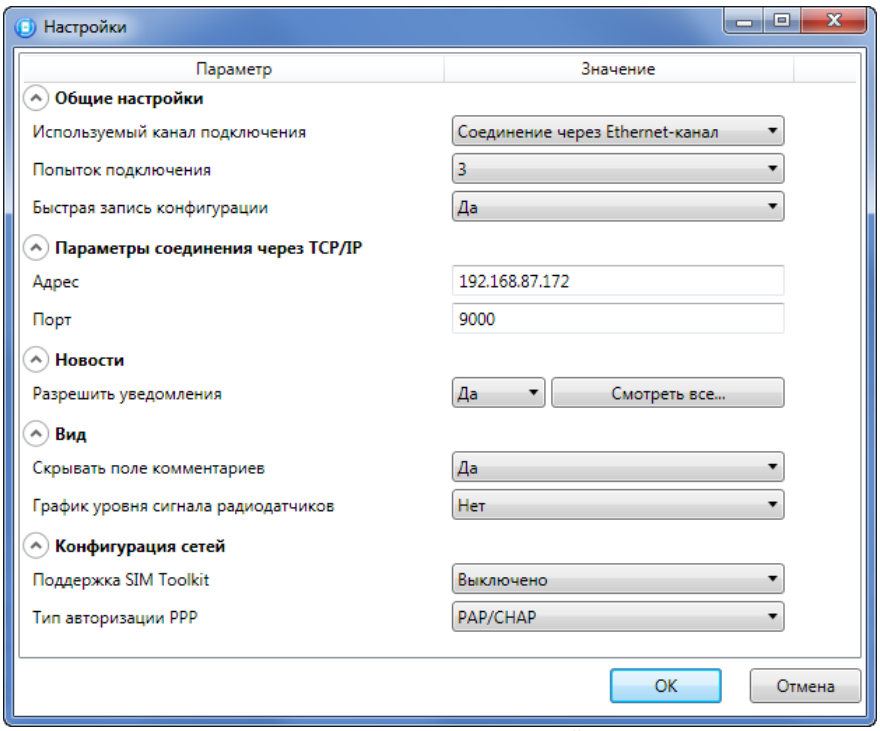

Рисунок 4.11 — Окно *Настройки*
2) В раскрывающемся списке *Используемый канал подключения* вариант *Соединение через Ethernet-канал* и укажите количество попыток подключения (см. рисунок 4.11).